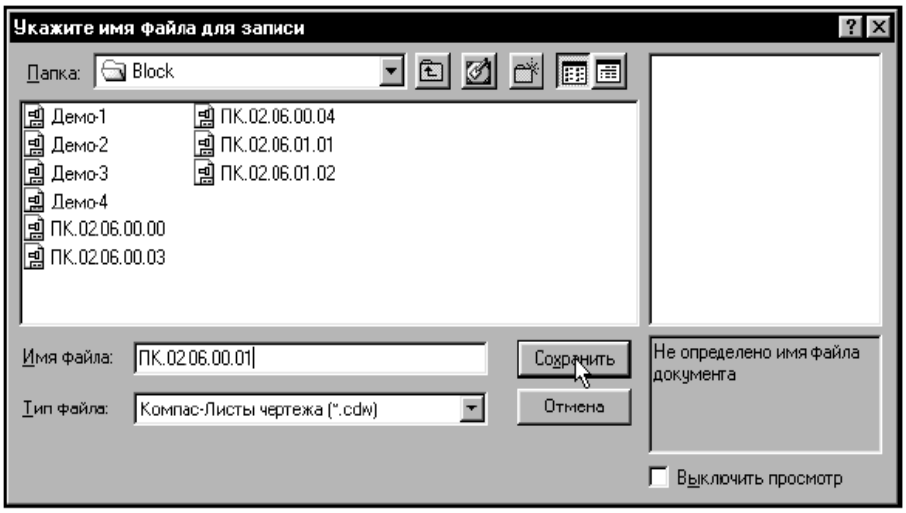

Рис. 2 Приклад збереження нового документу.
3.1.5 На даному етапі ви пояснили системі, **де** потрібно зберегти створений вами документ. Тепер залишилося привласнити йому ім'я. Для цього в полі ***Ім'я файлу*** занесіть номер креслення **ПК.02.06.00.01** і клацніть на кнопці ***Зберегти*** (рис. 2).